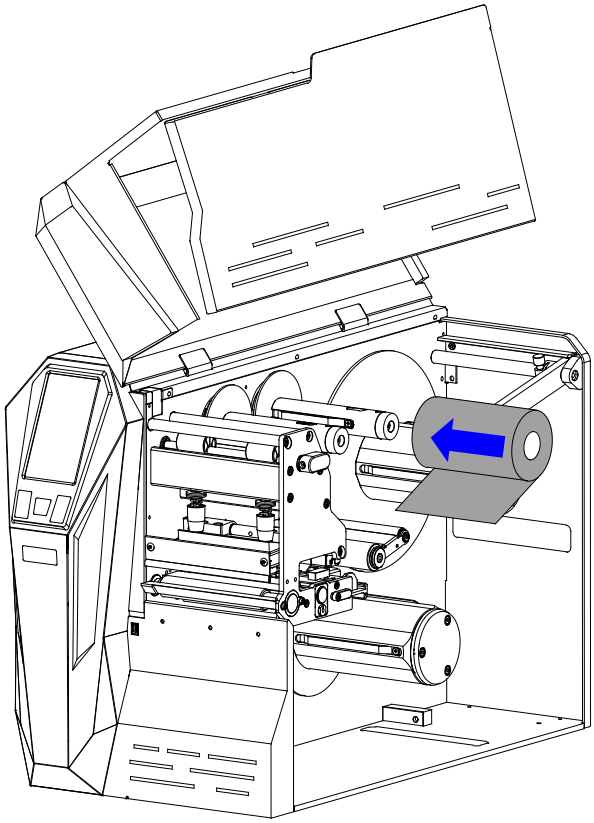

Figure 2-12 Load Ribbon Roll
4. Place the ribbon roll on the Ribbon Supply Spindle, see Figure 2-12. Make sure that the ribbon roll is firmly pushed against the Stop Plate.